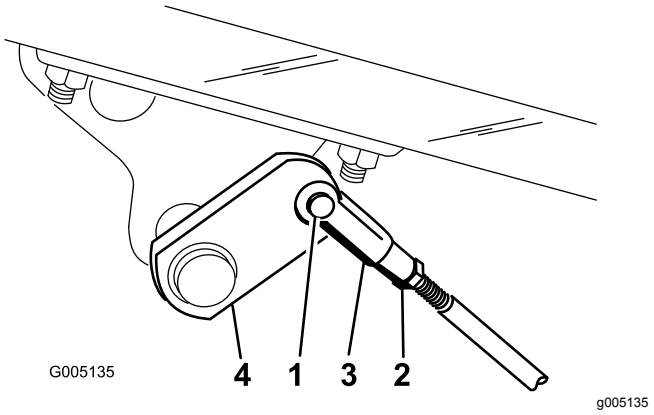

Figure 46
A. Disconnect the brake rods by removing the cotter pin and clevis pin (Figure 46).
B. Loosen the jam nut and adjust the clevis accordingly (Figure 46).
C. Assemble the clevis to the brake shaft (Figure 46).